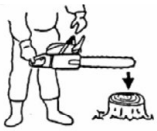

Рис. 3
2) Удерживая пильную цепь в горизонтальном положении, снимите руку с передней рукоятки, толкните концом направляющей шины бревно или кусок дерева (рис. 3) и проверьте работу тормоза. Рабочий уровень изменяется в зависимости от размера шины.